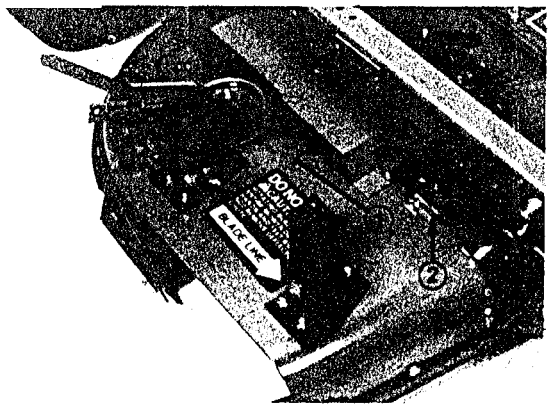

Figure 12
1. Install new spindle pulley cover on cutting deck (Fig. 12).
3. Locate and mark position of latch mounting holes in deck. Drill (2) 7/32" dia. holes thru deck.
4. Secure latch to deck with (2) machine screws and flange nuts (Fig. 12).